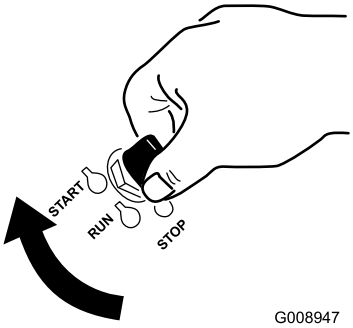

Figura 14
1. Gire la llave de contacto a la posición de Arranque (Figura 14). Cuando el motor arranque, suelte la llave.
7. Gire la llave de contacto a la posición de Arranque (Figura 14). Cuando el motor arranque, suelte la llave.